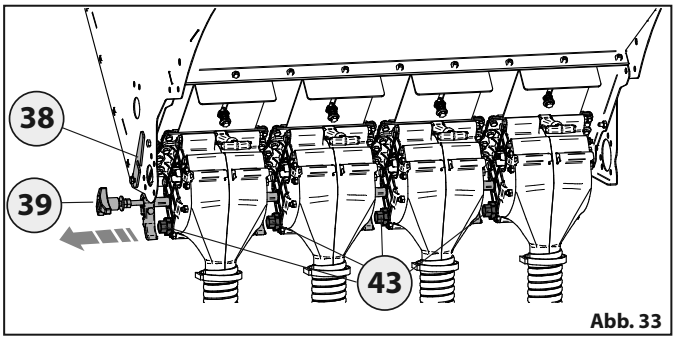

Abb. 33
- Den Feststellhebel der Taster **38** nach oben schwenken und den Drehknopf **39** ziehen, um die Drehknöpfe zur Tastereinstellung **43** „Abb. 33" freizugeben.